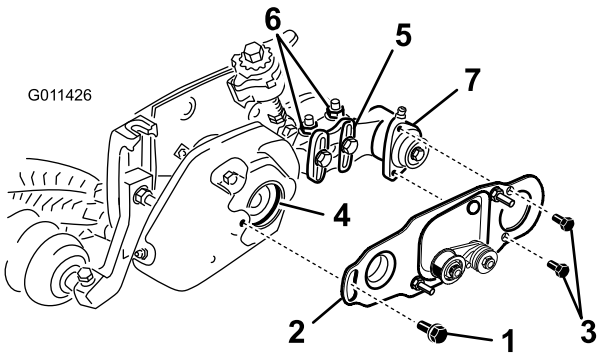

Figuur 30
37. Draai de bouten los waarmee de lagerbehuizing van de rolborstel aan de bevestigingsbeugel van de rolbeugel is bevestigd (Figuur 30).
38. Monteer de draaiplaat van de rolborstel (Figuur 30). Als het uitsteeksel op de draaiplaat in de pakkingsring op de kap van de pakkingsring wordt gestoken, moet u controleren of de pakkingsring goed op de kap blijft zitten.
39. Smeer 242 Loctite (blauw) op de twee 5/16 x 5/8 inch tapbouten en monteer hiermee de borstelplaat aan de lagerbehuizing van de rolborstel (Figuur 30). Draai de tapbouten vast met een torsie van 20–26 N·m.
- Draai de twee flensborgmoeren vast waarmee de montagebeugel van de rolborstel aan de zijplaat van het maaidek is bevestigd (Figuur 30).
- Draai de lagerbehuizing van de rolborstel tot de borstelplaat evenwijdig is aan de zijplaat van het maaidek (Figuur 30).
- Draai de twee flensborgmoeren vast waarmee de bevestigingsbeugel van de rolborstel aan de zijplaat van het maaidek is bevestigd (Figuur 30).
41. Smeer 242 Loctite (blauw) aan de borstbout (Figuur 30). Monteer de borstelplaat aan de kap van de groomer met de borstbout. (Afb. 29). Draai de bout vast met een torsie van 20–26 N·m).